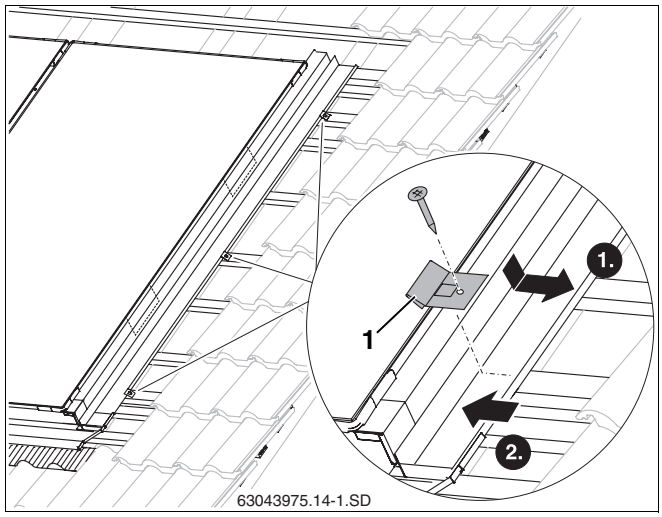

Abb. 49 Seitliches Abdeckblech sichern
- Hafter (Abb. 49, **Pos. 1**) in Kante des seitlichen Abdeckbleches legen.